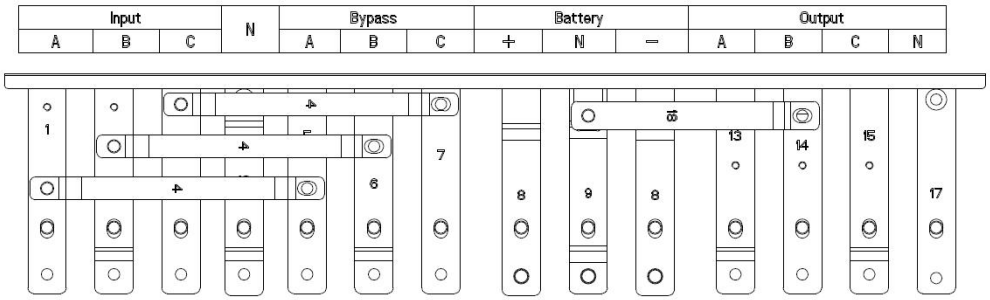
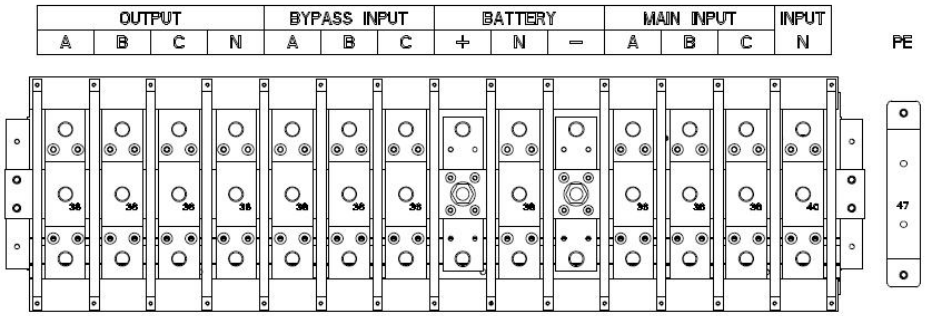

Figure 2-17 2-slot cabinet UPS connection terminals
Figure 2-21 10-slot cabinet UPS connection terminals
2) Open the door of the cabinet (the front door for 2-slot and 4-slot cabinet UPS; the back door for 6-slot, 8-slot and 10-slot cabinet UPS), remove the metal or plastic cover. The input and output terminal, battery terminal and protective earth terminal are shown in Figure 2-17 to Figure 2-21.